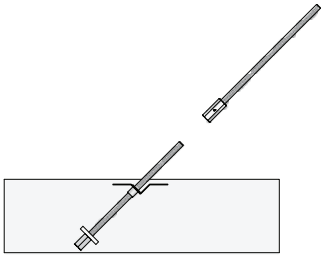
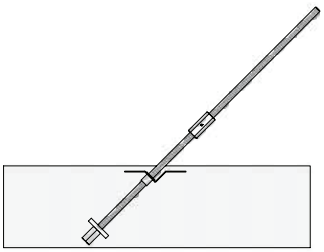

Abb. 14.7
Abb. 14.8
3. Die Verbindungsmutter auf den Ankerstab schrauben (Abb. 14.7), dann beide auf den ersten Ankerstab schrauben (Abb. 14.8).